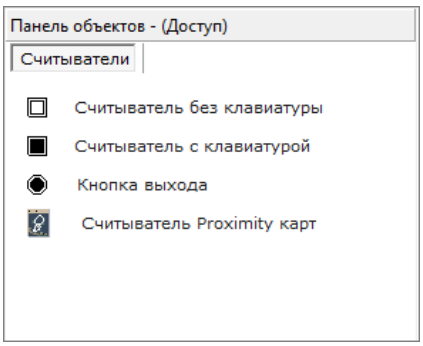

Рисунок 6-489 Панель объектов - Доступ для считывателя
- «Считыватели» (см. Рисунок 6-489) – при выборе объекта «Считыватель».